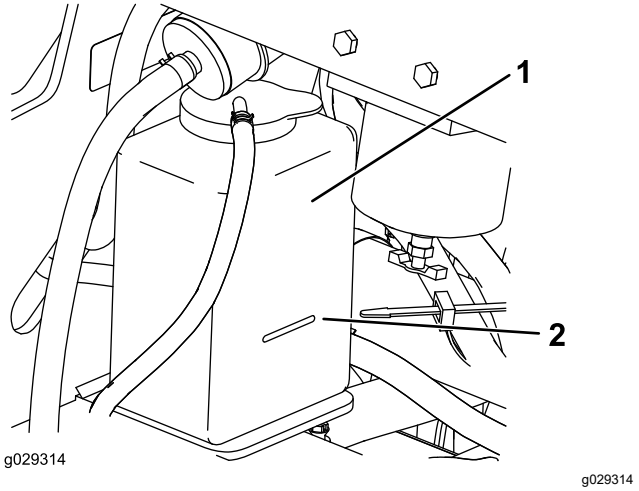

**Figur 68**
3. Kontrollera kylvätskenivån i expansionstanken (Figur 68).